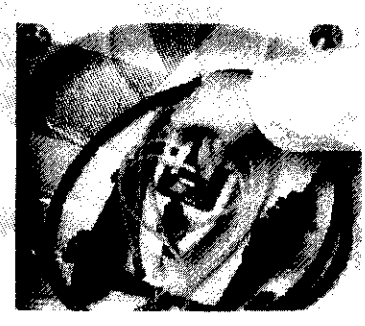

Figure 28 Press Block Over the Manifold
5. Press the block lightly over the manifold as shown in *Figure 28*.